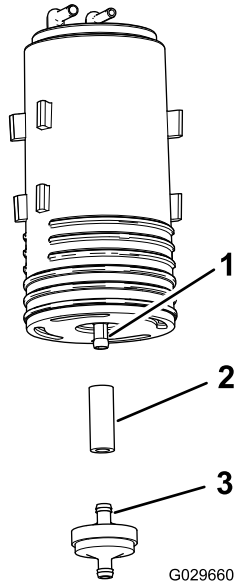

Figur 55
4. Fjern kulfilterbeholderens filter og det korte slangeafsnit fra den nedre fitting på den gamle kulfilterbeholder (Figur 55).
5. Monter slangen på den nedre fitting på den nye kulfilterbeholder (Figur 55).
6. Sæt fittingen til en ny kulfilterbeholder ind i slangen (Figur 55).